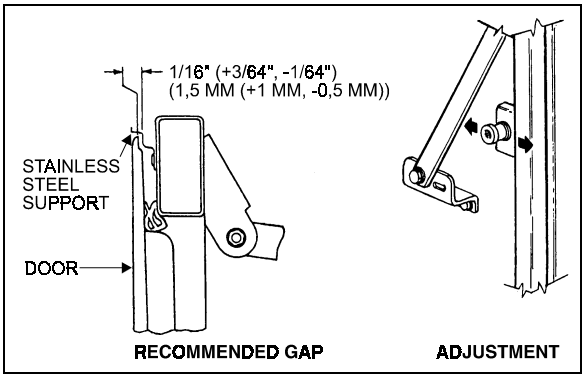

FIGURE 49: BAGGAGE COMPARTMENT DOOR 18069
6. Loosen the striker pins just enough to allow them to be moved with a hammer. Working from inside compartment and with the door closed (lower catches engaged), hit the pin washers to horizontally move the pins and consequently the door, while an outside assistant checks the fit. A gap of 1/16" +3/64", -1/64" (1,5mm +1mm, -0,5mm) between the stainless steel support for the lateral panel and the door panel lip is recommended (Fig. 49)